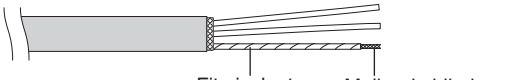

Fig. 4-10
(2) Descarne cuidadosamente a blindagem trançada e torça os fios blindados descarnados de modo a que fiquem unidos firmemente. Isole os fios blindados cobrindo-os com um tubo de isolamento ou nrolando fita isolante em seu redor. (Fig. 4-10)